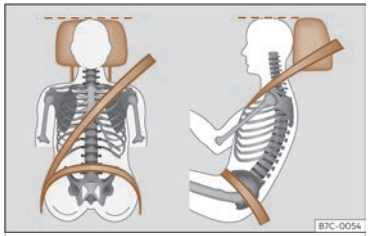

**Fig. 17** Correct belt web and headrest positions
- Adjust the head restraint so that its upper edge is, as far as possible, at the same level as the top of your head, as close to eye level as possible[1] >>> page 119. Keep the back of your neck as close as possible to the headrest >>> Fig. 17.
- Adjust the seat lengthwise so that you can press the pedals fully down with your knees slightly bent and there is a distance between the knee area and the dash panel of at least 10 cm (4 inches) >>> Fig. 17.